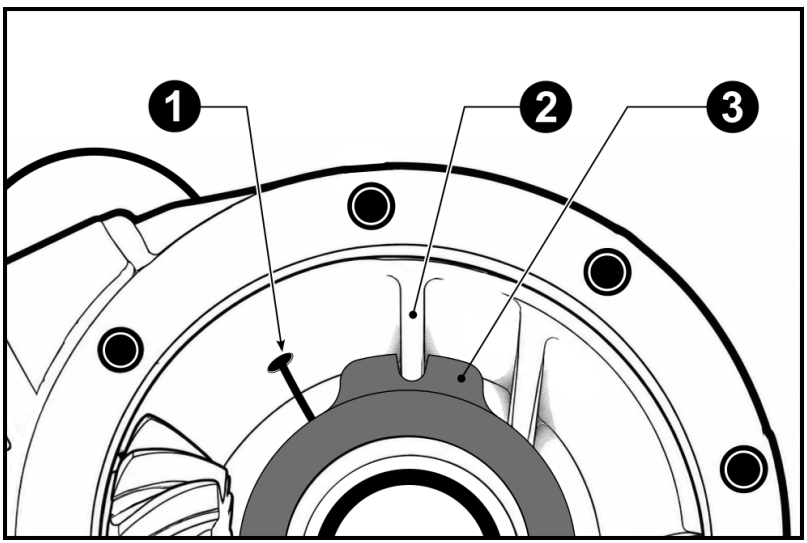

**Рис. 23**
*На **Рис. 23** изображено какое внутреннее рёбро жёсткости (**2**) картера моста необходимо использовать для зацепления с технологическими выступами (**3**) на корпусе магнита.*
**3.18** Проденьте кабель магнита (**1**) через просверленное отверстие в корпусе редуктора и вытяните кабель с наружной стороны. (**Рис. 23**)
**3.19** Установите блокировку в корпус редуктора. При установке медленно проворачивайте фланец ведущей шестерни, чтобы её зубья правильно вошли в зацепление с ведомой шестерней. По мере посадки блокировки ребро картера моста (**2**) должно оказаться между выступами на корпусе магнита (**3**). (**Рис. 23**)
**3.20** Проверьте люфт магнита: слегка перемещайте кабель (**1**) вперёд и назад. Должен ощущаться небольшой ход и лёгкие щелчки — это признак свободного поворота магнита. Если зацепления нет или блокировка не садится полностью, снимите её и повторите выравнивание. (**Рис. 23**)